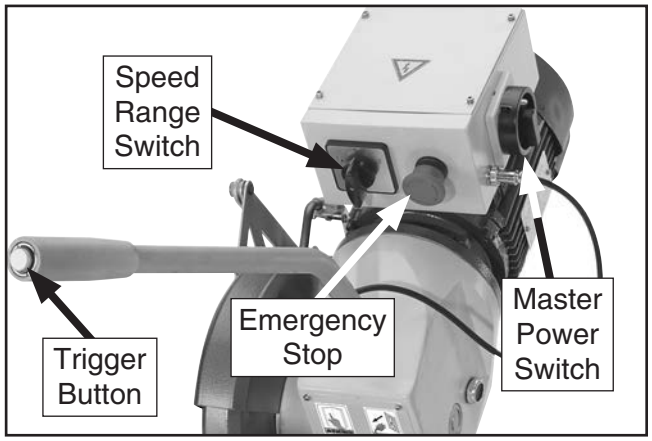

Figure 14. Switch identification.
5. Turn master power switch to "1" (ON) position (see **Figure 14**).
6. Turn speed range switch to "1" (see **Figure 14**).